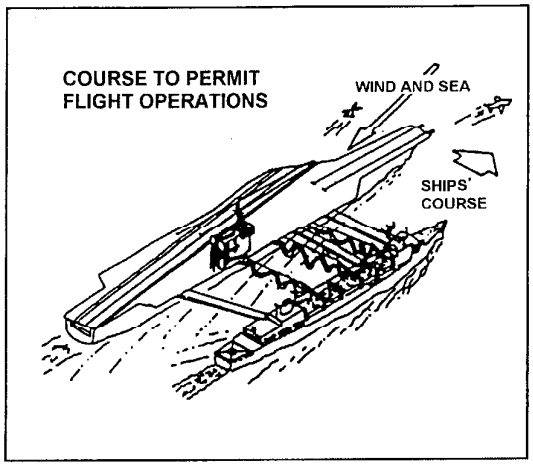
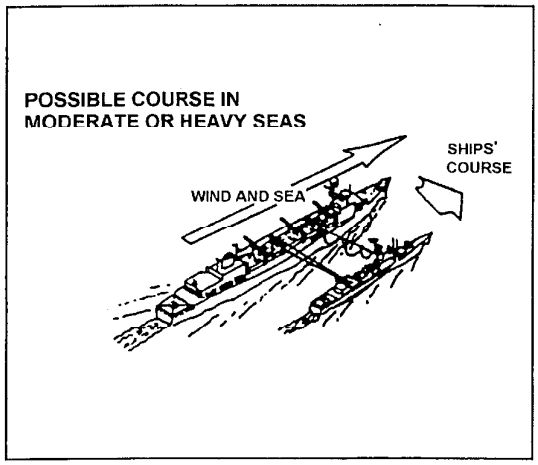

Figure 3-2. Replenishment Course to Permit Flight Operations
Figure 3-3. Possible Replenishment Course in Moderate or Heavy Seas
a. Sea State. The direction and height of swell are the principal considerations in selecting the replenishment course (Figures 3-2 and 3-3). Heavy seas adversely affect the replenishment operation. Increased rolling and pitching, with high waves breaking over low freeboard ships, add to the difficulties of station keeping and line handling and may cause excessive strain on intership rigs.
(1) Relative wind velocity should be as low as the tactical situation permits. High relative winds, especially in cold and rainy weather, will quickly fatigue exposed personnel and increase replenishment time. Therefore, a downwind heading may be preferable.
(2) Under other conditions, heading into the wind may be more desirable. It may permit carriers to conduct flight operations at replenishment course and speed (Figure 3-2). Also, steaming with the wind one or two points on the port bow provides a lee for destroyer-type ships replenishing to starboard of larger ships. Figure 3-3 indicates the alternate method of steaming down seas.
(3) Certain destroyer-type ships with large deck houses aft tend to yaw badly with high winds (above 30 knots) from abaft the beam.